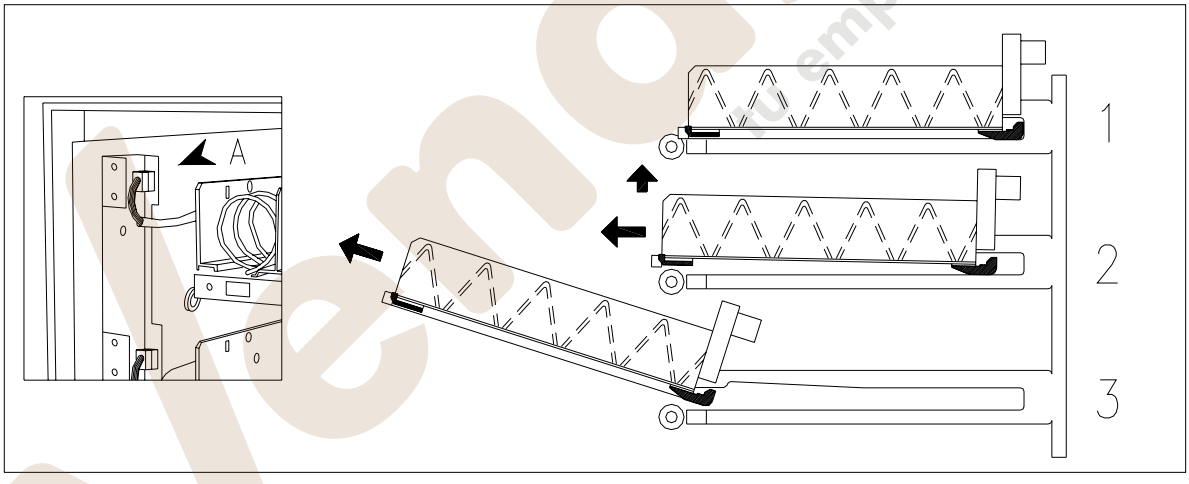

FIG. 12
9.3 PROCEDIMIENTO PARA LA REMOCIÓN DE LOS CAJONES (FIG. 12)